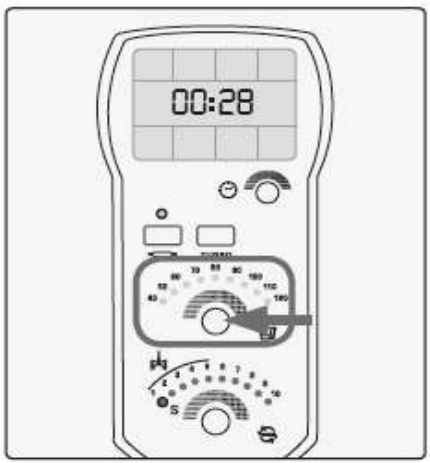

Рис. 37
2. **Выберите температуру.** Медленно поверните ручку регулятора температуры вправо/влево, чтобы выбрать температуру нагрева. Светодиодные индикаторы выбранной температуры загораются зеленым цветом (Рис. 37).